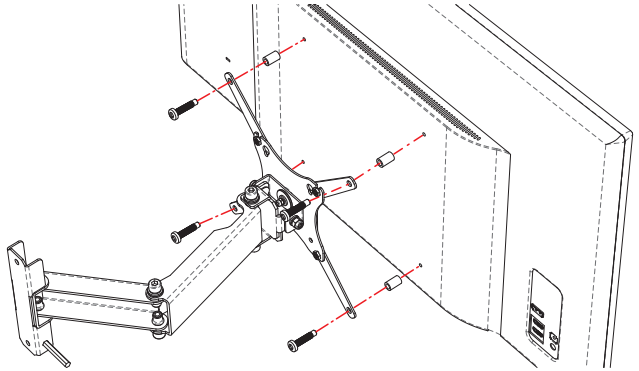

Рисунок 2.
4.7. Монтаж телевизора на держатель для VESA MIS-F 200 M6 показан на рис.2. Монтаж удобнее производить вдвоем.